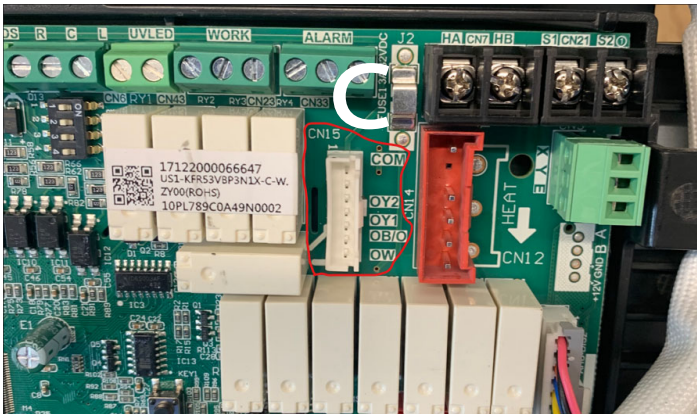
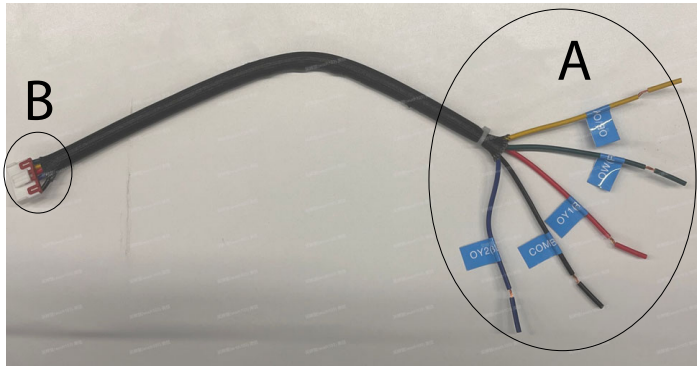

Fig. 16 —CN15 Harness Connection - AHU 24V Board
Fig. 17 —CN15 Harness
NOTE: For scenario 3, connect the outdoor unit 24 volt terminals (A) to the 24 volt harness (included, See Fig. 17) and plug in the CN15 harness connector (B) on AHU 24 volt board (C) (See Fig. 16). This will allow for the dissipation logic to shut off the ODU when a refrigerant leak is sensed if 24 volt communication is used.